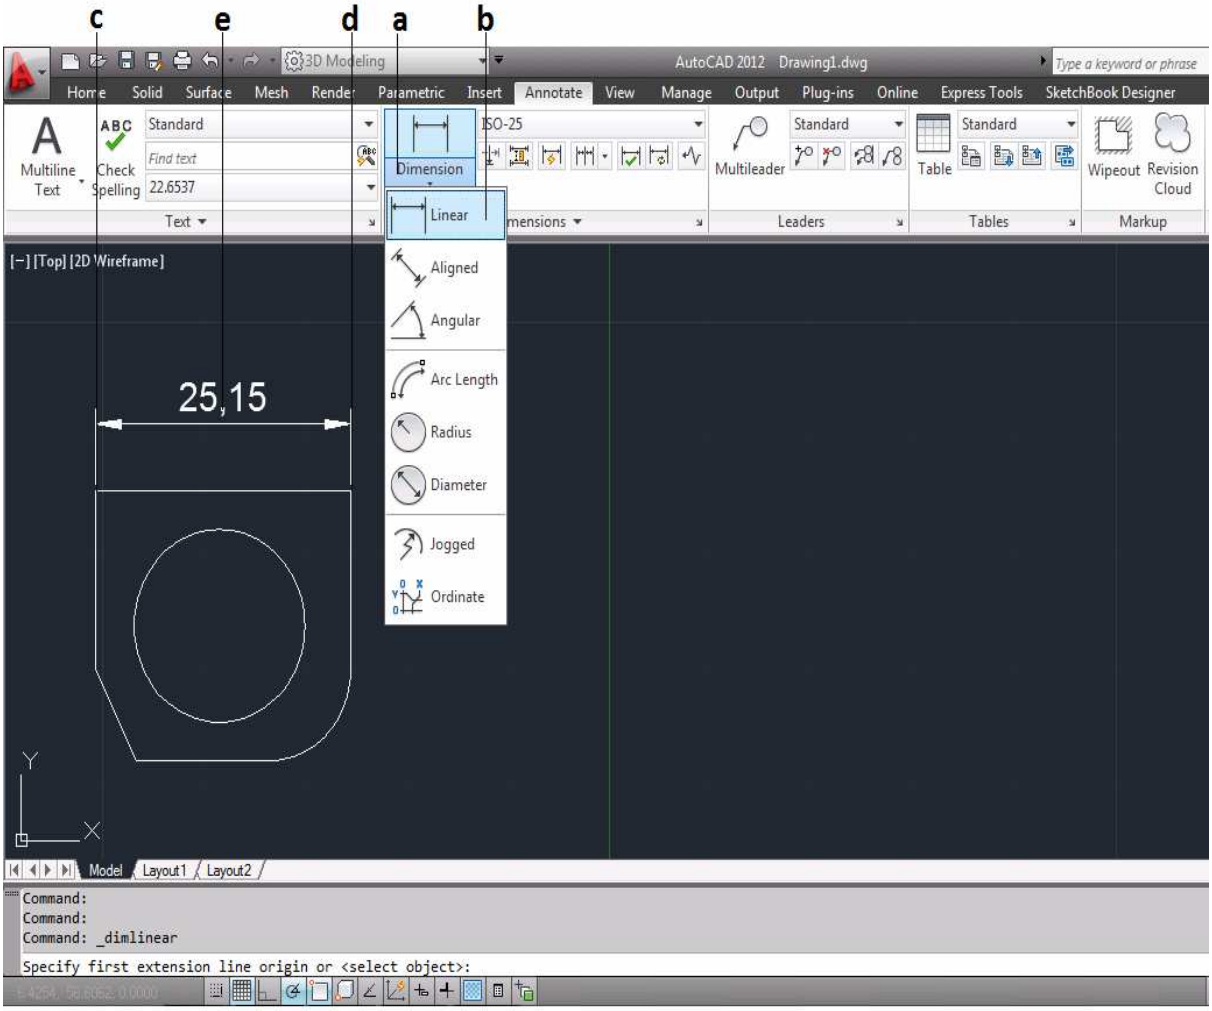

Figura 3.65 Acotado "Acotamiento Lineal Horizontal o Vertical"
- **a.** Se da clic sobre el icono Dimensión [Dimension] para desplegar la lista de tipos de Cotas *(figura 3.65)*.
- **b.** Se selecciona la herramienta Linear [Linear] de la lista de tipo de cotas *(figura 3.65)*.
- **c.** Se selecciona el primer extremo de la línea, para indicar la 1ª coordenada *(figura 3.65)*.
- **d.** Se selecciona el segundo extremo de la línea, para indicar la 2ª coordenada *(figura 3.65)*.
- **e.** Con el puntero se indica donde se localizara la cota *(figura 3.65)*.